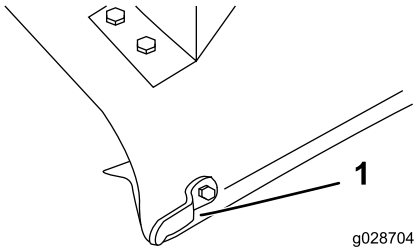

Bild 7
1. Markieren und bohren Sie ein 9,5 mm großes Loch durch die Mitte des Ablenkblechanschlags (Bild 7).